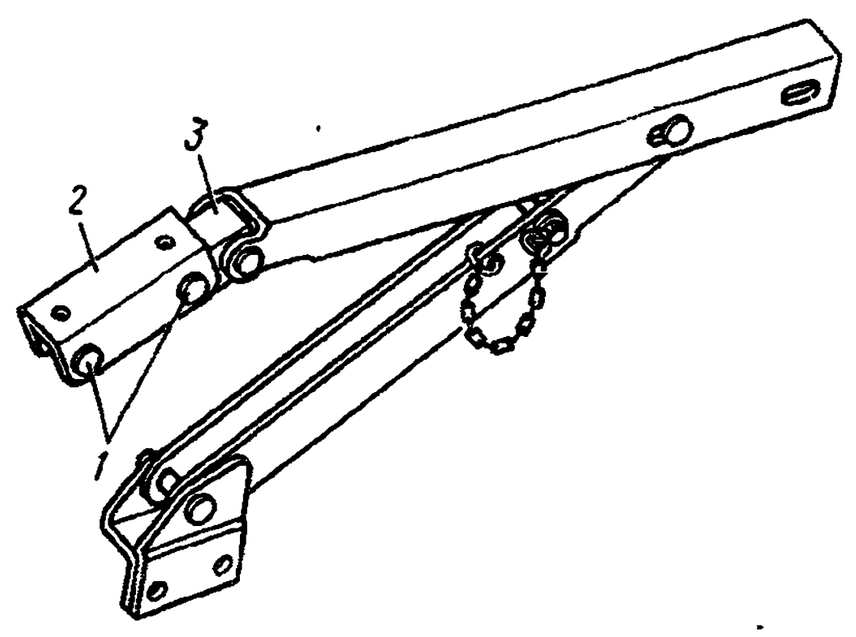

Рис. 65. Ограничитель подъема кабины:
16. Расшплинтуйте пальцы *1* (рис. 65) верхней скобы *2* и удлинителя *3*, выньте пальцы и отсоедините ограничитель подъема кабины	Плоскогубцы, молоток
23. Поднимите кабину, вставьте пальцы *1* (см. рис. 65) верхней скобы *2* и удлинителя *3* ограничителя подъема кабины, зашплинтуйте пальцы	Лопатка-вороток, плоскогубцы, молоток